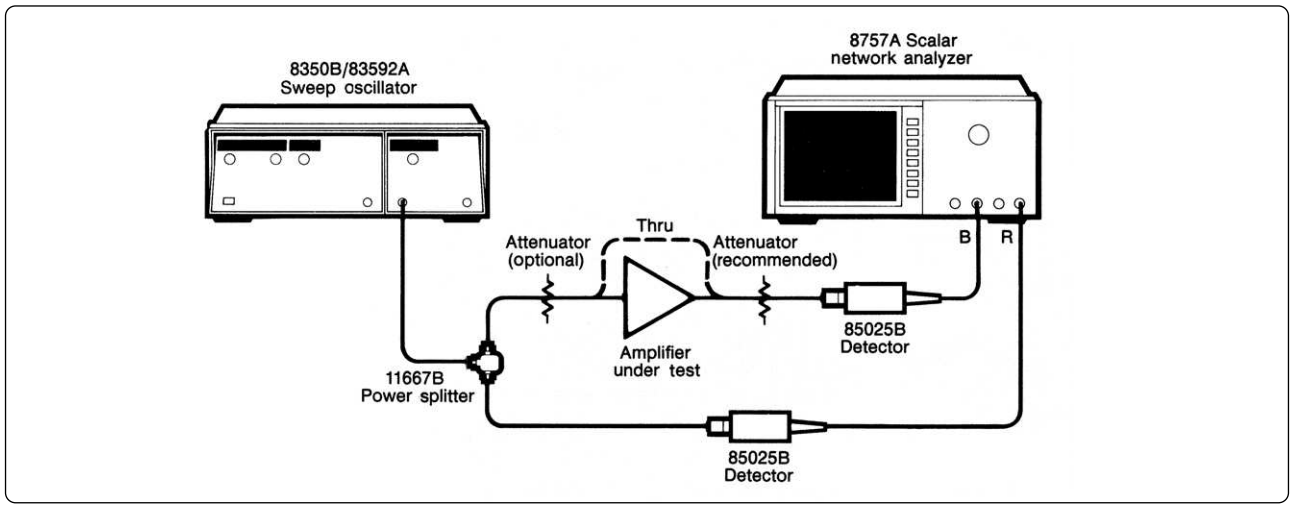
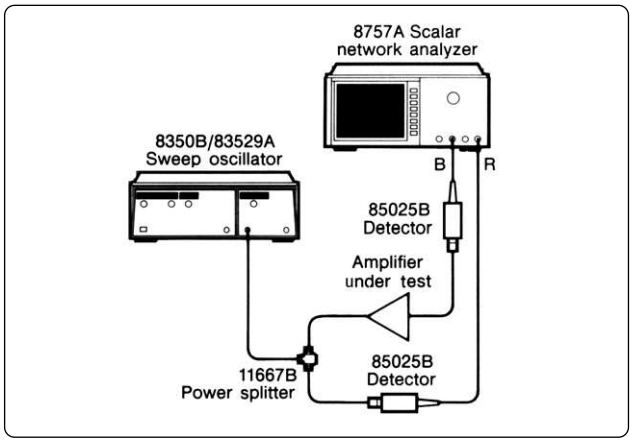
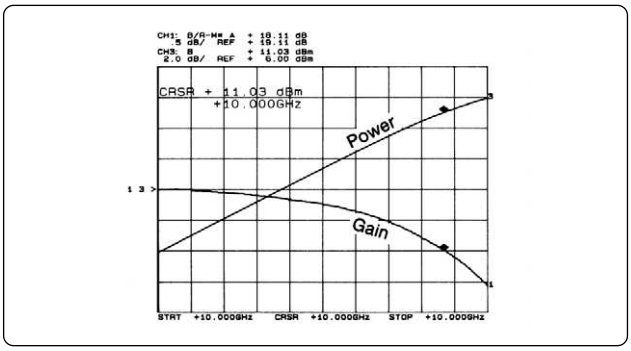

Figure 3. Test setup for measuring amplifier gain and gain compression characteristics.
Figure 5. Test setup for measuring amplifier isolation.
Figure 8. Single frequency gain compression measurement using the Power Sweep feature. Gain (and power) are displayed as a function of input power.
Gain, gain compression, and power can all be measured using the setup shown in Figure 3. Note that ratioing is performed using the power splitter. This ratioing improves the effective source match to remove the effects of re-reflected signals and permits gain measurements to be made at different RF power levels without recalibrating. Since source power level variations are monitored in both the reference and measurement channels, their effect is removed from the ratio.
1. Connect the instruments as shown in Figure 3. Connect the B detector directly to the test port. (Do not connect the device under test yet.)
The normalized compression measurement is a very useful test for finding the worst case compression point. Again, it is a swept frequency measurement of gain compression. Notice, however, that neither of the above methods provides a systematic method of measuring the power at 1 dB compression for a given frequency. This can be accomplished using the power sweep feature of the 8350B. At a single CW frequency, a power ramp is input to the amplifier under test, and gain is measured directly as a function of input power (see Figure 8). Again, output power, P1dB can be displayed on a separate channel.
Transmission from output to input is defined as the reverse isolation of an amplifier. It can be measured using the setup shown in Figure 8. Note that Figure 5 is very similar to Figure 3 used to measure small signal gain. The differences are that the amplifier is reversed, and that the test port power level should be significantly higher, as close as possible to the amplifier's typical output power level.
4. The 8757A display should now show the gain as a function of input power level at a single frequency. Figure 8 shows an example. Notice that the gain decreases as the amplifier enters saturation. If the gain does not decrease by the desired amount (usually 1 dB), then increase the dB/sweep value or the start power.
Press [CHANNEL 1], [CURSOR], and select [MAX]. Activate the cursor delta function by selecting [CURSOR D ON]. Press [SEARCH], then select [SEARCH VALUE] and enter the desired search value, in this case –1.0 dB. Select [SEARCH RIGHT] and the cursor symbol will move to the 1–dB compression point. Deactivate the cursor search trace hold by pressing [CURSOR]. The channel 3 cursor should now read the amplifier output power at the 1–dB gain compression point (see Figure 8).